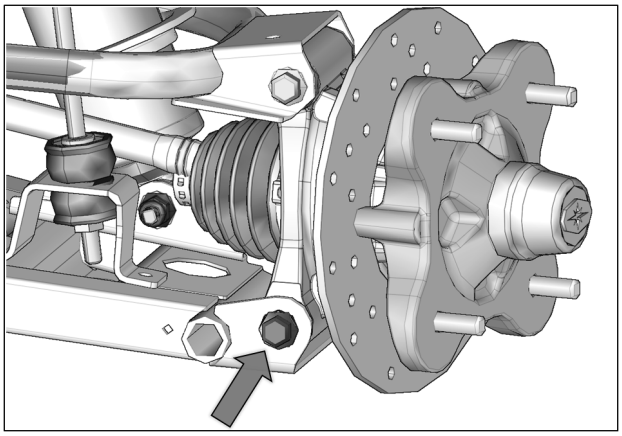

Fig. 5
5. Retirer le boulon qui fixe le bras de suspension inférieur au moyeu de roue. Voir la Fig. 5